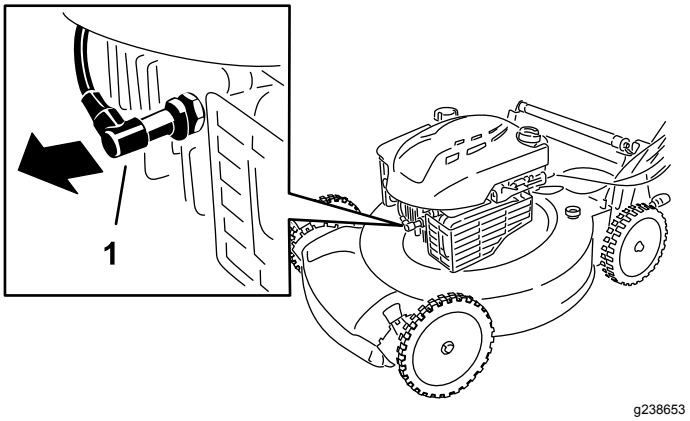

Bild 21
2. Ziehen Sie den Kerzenstecker von der Zündkerze ab (Bild 21).
2. Klemmen Sie das Zündkabel von der Zündkerze ab (Bild 21).